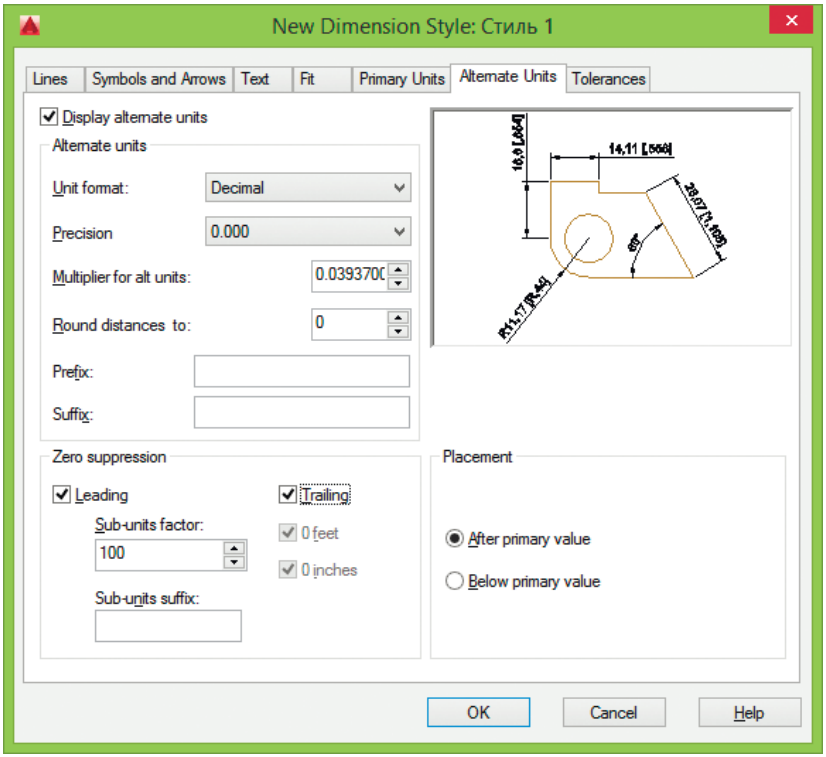

Рис. 11.51. Диалоговое окно определения параметров размерного стиля, вкладка определения альтернативных единиц
- Вкладка **Alternate Units** позволяет определить формат и точность альтернативных единиц, которые используются для обозначения величин размеров в дополнительной системе единиц (рис. 11.51). Обычно с их помощью проставляются значения размеров в метрических единицах, если рисунок выполнен в британской системе, и наоборот. Величина размера в альтернативных единицах наносится в квадратных скобках `[]` непосредственно после размерного текста в основных единицах. Для нанесения в размерах альтернативных единиц следует установить флажок **Display alternate units** (системная переменная `DIMALT`):